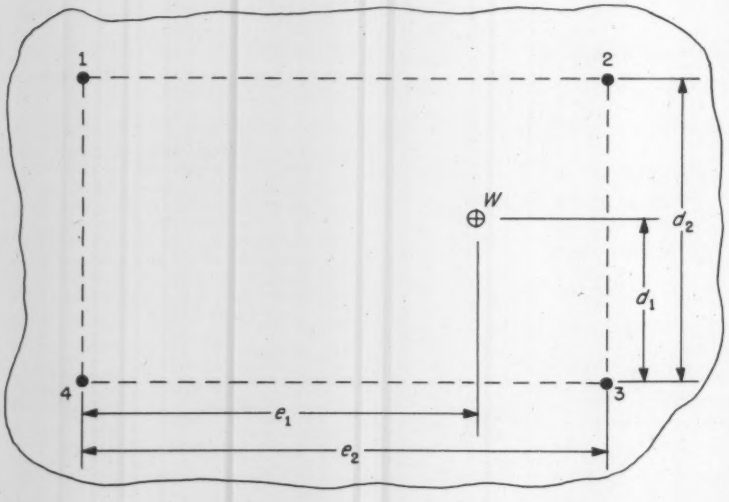

Fig. 2—Top view of a flat, rigid plate supported at four points arranged in a rectangular pattern.
If the supports are arranged in a rectangular pattern, Fig. 2, $D_1 = D_2 = D_3 = D_4 = \frac{1}{2}$. And $a = d_2 - d_1$, $b = e_1$, $c = d_1$, $a_3 = a_4 = d_2$, $b_2 = b_3 = e_2$, $c_1 = c_2 = d_2$. Under these conditions Equations 7*a*, *b*, *c* and *d* become
**Example:** Consider a plate with supports in a rectangular pattern, Fig. 2. Let $W$ = 1000 lb, $e_1$ = 40 in., $e_2$ = 60 in., $d_1$ = 30 in., and $d_2$ = 40 in. If the plate is to be mounted on rubber vibration-isolating pads, such as Isomode units made by MB Mfg. Co. for which the recommended pressure is 50 psi, find the area of the pads.
Fig. 2—Spur-gear pump design, *a*, capable of output pressures up to 800 psi. Inlet fluid is carried around the periphery of gears which accurately fit the housing bore diameter. Meshing teeth form a line-contact seal which prevents return of oil to the suction side of the pump. Uneven pressure distribution within the spur gear pump, *b*, is caused by individual pressure drops from one tooth space to the next.
**Spur Gear Pumps:** The straight spur-gear comprises a pair of engaged spur gears rotating in a housing, Fig. 2*a*. Oil enters one side of the pump, is carried around the periphery of the gears in spaces between the teeth, and is discharged from the other side. Meshing teeth form a line-contact seal that prevents oil from returning
Because of the pressure-drop from one tooth space to the next, an uneven distribution of pressure occurs within a spur-gear pump, Fig. 2*b*.